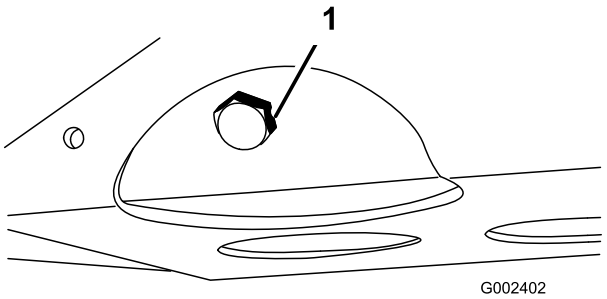

Figur 43
2. Ta bort avtappningspluggen och låt oljan rinna ner i ett kärl (Figur 43). Sätt tillbaka avtappningspluggen när oljan har slutat rinna.